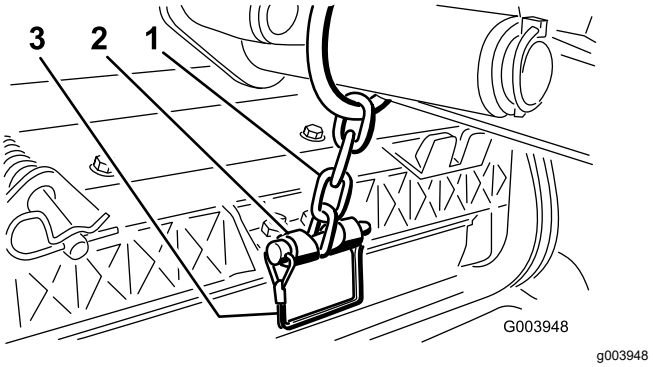

Figur 12
3. Fäst lyftarmens kedja på kedjefästet med låsstiftet (Figur 12).